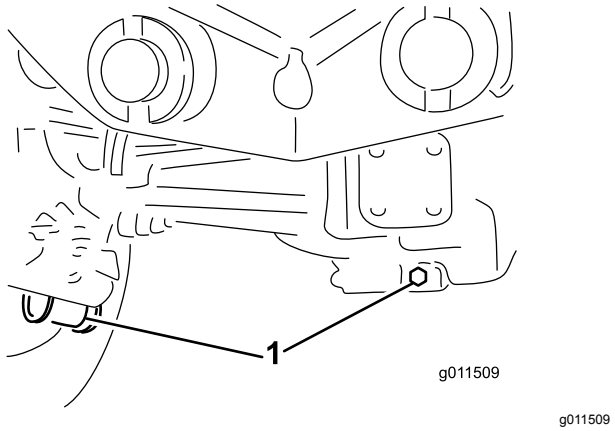

Figur 90
2. Rengjør områdene rundt de tre tappepluggene, én på hver ende og én i midten (Figur 90).